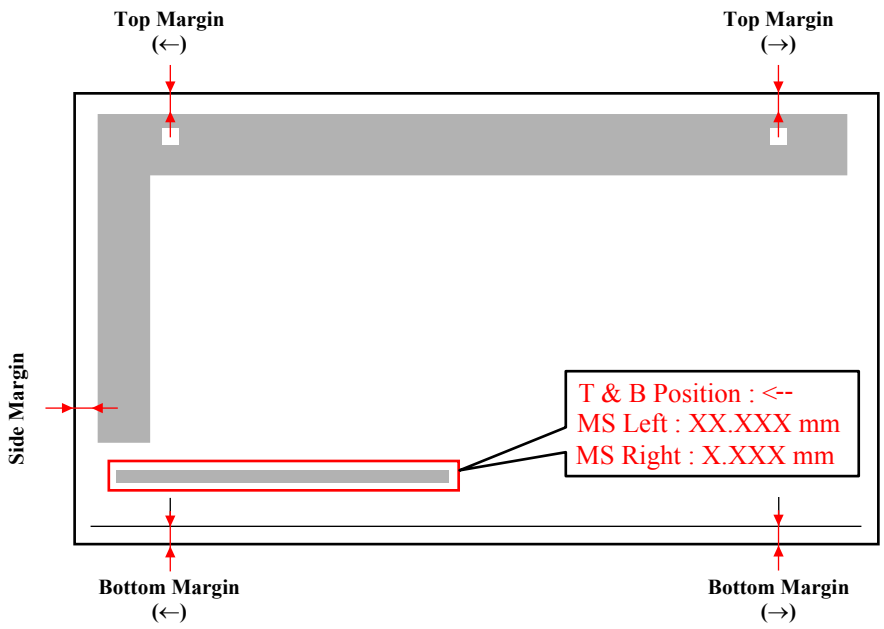

Figure 5-27. Adjustment Pattern
3. Referring to Figure 5-27, measure the distance of the following three points.
Check the direction of the arrow beside the “T&B Position” printed on the bottom right of the adjustment pattern print. If the arrow is right-pointing, measure the top and bottom margin width on the right side of the adjustment pattern, and if it is left-pointing, measure those on the left side of the pattern as shown in Figure 5-27.
Measure the side margin width indicated on Figure 5-27.